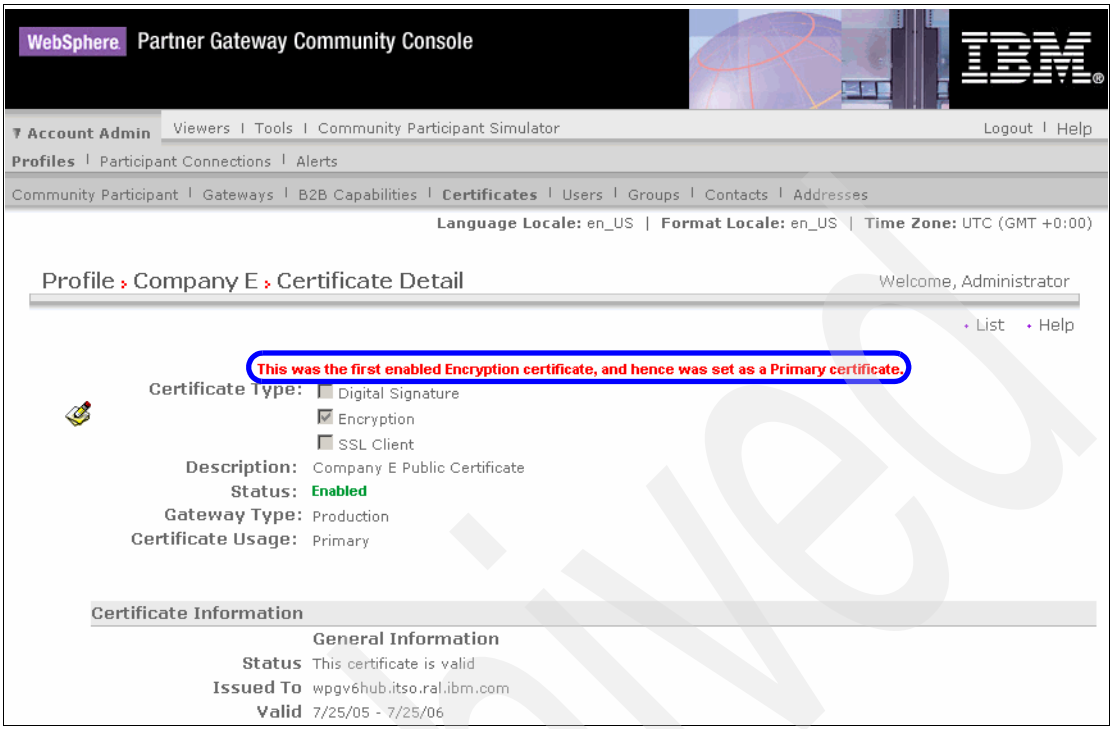

Figure 8-20 Message on saving the certificate
6. Figure 8-20 on page 225 shows the result of saving the certificate. Here because we had no certificates loaded prior to our example, for the partner, the certificate we loaded will be considered as the primary certificate, as indicated by the highlighted text in the figure.